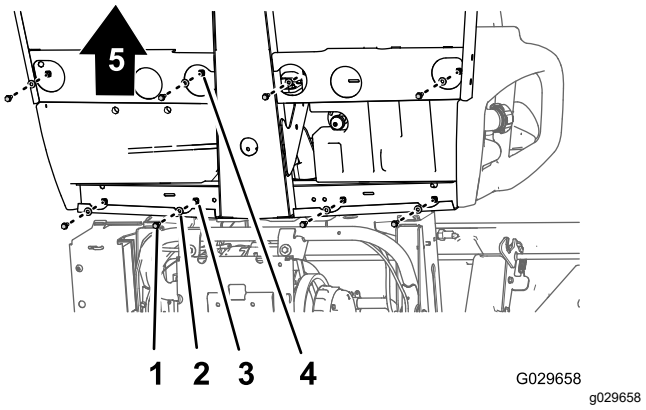
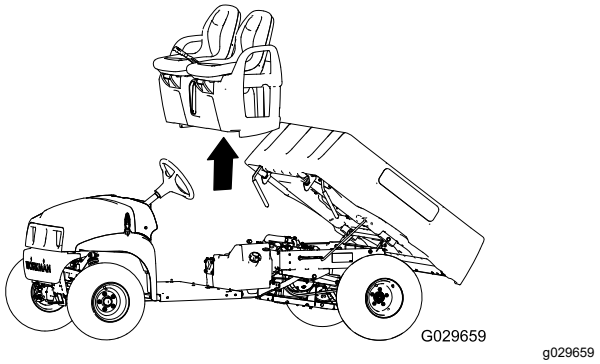

Figur 44
Figur 45
1. Nederst på maskinen, fjern de åtte flenshodeboltene og åtte skivene som fester setebasen til gulvplaten og den bakre førerhuskanalen (Figur 44).
2. Løft setet, setebasen og parkeringsbremsekabelen forsiktig fra maskinen (Figur 44).
1. Løft setet og setebasen opp på maskinen, og innrett bremsekablene med chassiset (Figur 44 og Figur 45).
2. Plasser hullene i setebasen på linje med hullene i gulvplaten og den bakre førerhuskanalen (Figur 44 og Figur 45).